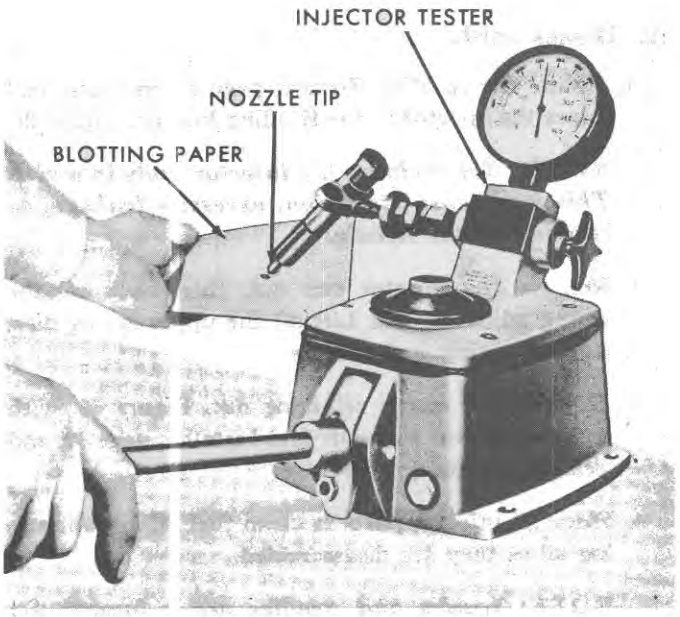

Figure 29
3. **Nozzle Seat Leakage:** Wipe the nozzle tip dry with clean blotting paper, Figure 29. Apply 2520-2594 psi (176.4-182.4 kg/sq. cm) to the injector, and hold the pressure for one minute. Apply a piece of blotting paper to the tip of the nozzle as shown. The calibrating fuel oil stain should not exceed ½ in. (12.700 mm) diameter.